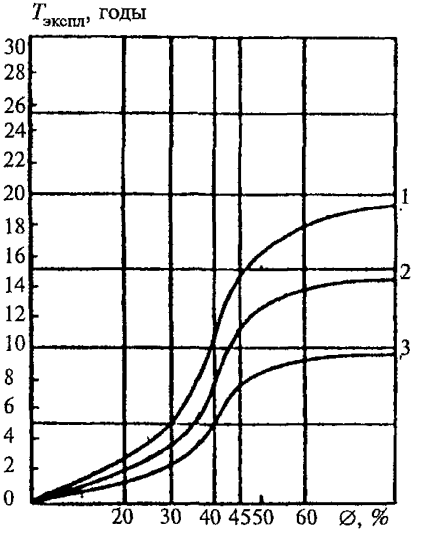

Рис. 3. Физический износ системы внутреннего горячего водоснабжения
1.7. Физический износ внутренних систем инженерного оборудования зданий в целом должен определяться по табл. 64—71 на основании оценки технического состояния элементов, составляющих эти системы. Если в процессе эксплуатации некоторые элементы системы были заменены новыми, физический износ системы следует уточнить расчетным путем на основании сроков эксплуатации отдельных элементов по графикам, приведенным на рис. 3—7.